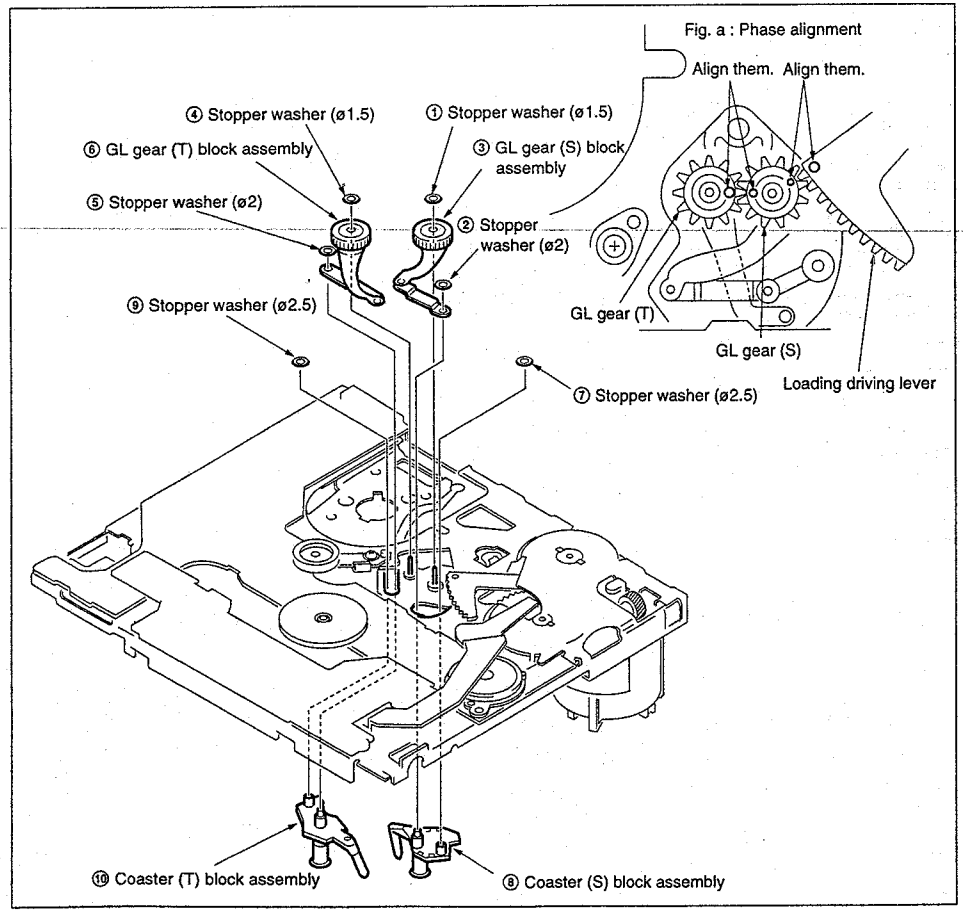

Fig. 6-2-14
(When the GL gear (Fig. 6-2-14-③ and ⑥) has already been attached, adjust the position so that the smaller round hole of the GL gear S (Fig. 6-2-14-③) agrees with the round hole of the loading drive lever.)